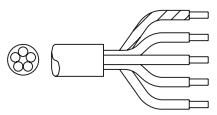

fig. 3
- (fig. 3) 3N~ 380-415V (câble à 5 conducteurs).